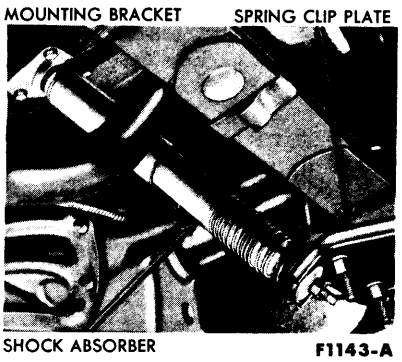

FIG. 14—Rear Shock Absorber Mounting
1. Raise the rear end of the car. Remove the bolts that retain the shock absorber mounting bracket to the underbody (Fig. 14).
3. Connect the mounting bracket and shock absorber to the underbody (Fig. 14). Torque the bolts to specifications.